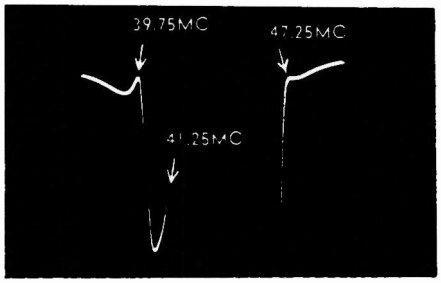

Fig. 17 Exploded View of Traps.
6. Adjust the 47.25 Mc, 41.25 Mc (Top slug of 1st IF transformer) and 39.75 Mc traps for minimum marker amplitude, See Fig. 17 . It can be seen that maximum oscilloscope gain has been used and as a result the top of the response curve has been "run off" the oscilloscope screen in order to see a "blow-up" of the trap slots.